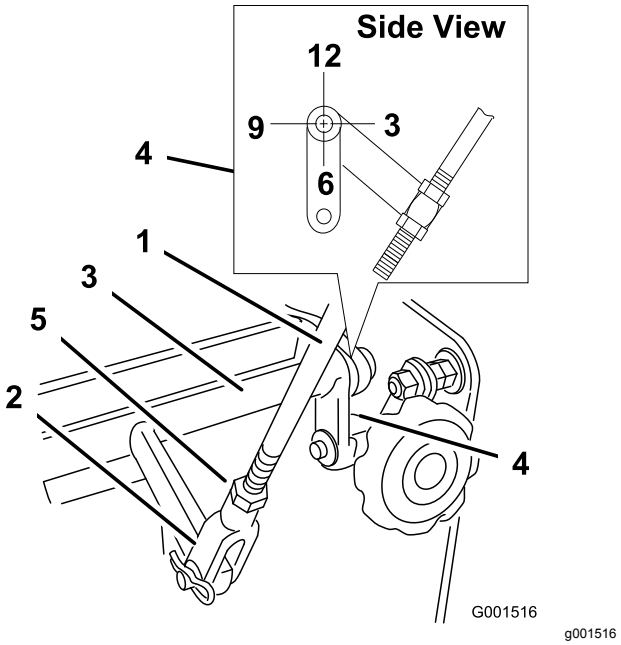

Figur 32
4. Kontrollera flikarnas riktning på ändarna av växelväljarveven. Se till att flikarna pekar rakt ned (ungefär mot kl. 6) (Figur 32).
5. Justera det gängade oket längst ned på växelväljarlänken tills flikarna står i läge kl. 6 (Figur 32).